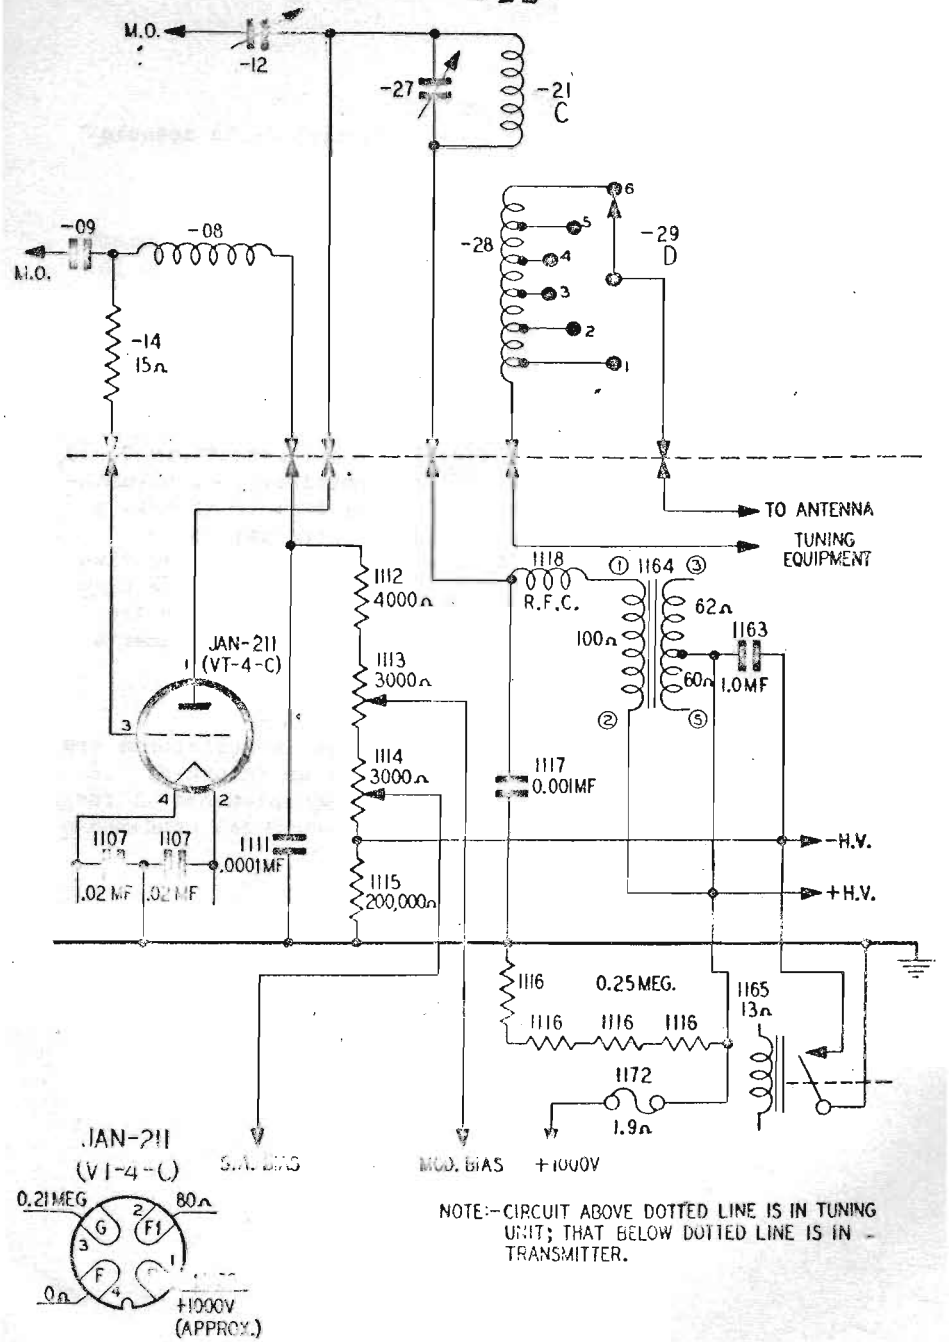

Fig. 4 - BC-191 - Circuiti dell'amp. R.F. di potenza.
IV - AMPLIFICATORE DI POTENZA (fig. 4)
- eseguire le misure controllando i valori riportati alla fig. 4.